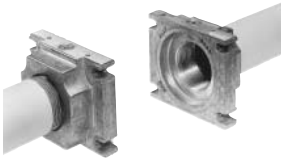

Рис. 5
3. Установить Мультиблок между резьбовыми фланцами (Рис. 5)